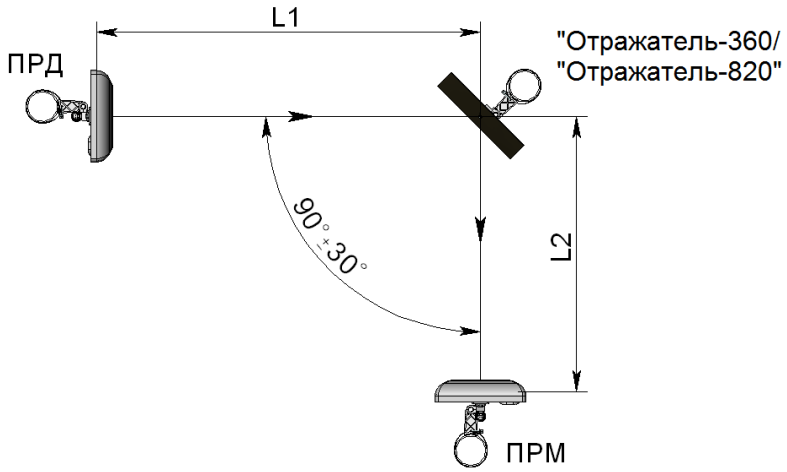

Рисунок 2.14 – Установка извещателей с применением отражателя «Отражатель-360» («Отражатель-820»)
2.3.9.2 При работе извещателей «ФОРТЕЗА-50», «ФОРТЕЗА-100», «ФОРТЕЗА-200» с «Отражателем-360» (см. рисунок 2.14) суммарная длина зоны обнаружения L1+L2 (где L1 – расстояние между блоком ПРД и отражателем, L2 – расстояние между отражателем и блоком ПРМ) не должна превышать: